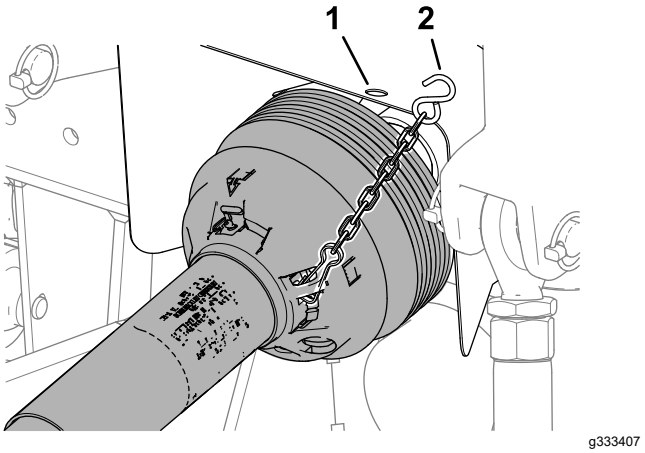

**Figuur 49**
5. Maak de beveiligingsketting van de kap (Figuur 49) los van de aftakas van de tractie-eenheid (alleen CE).